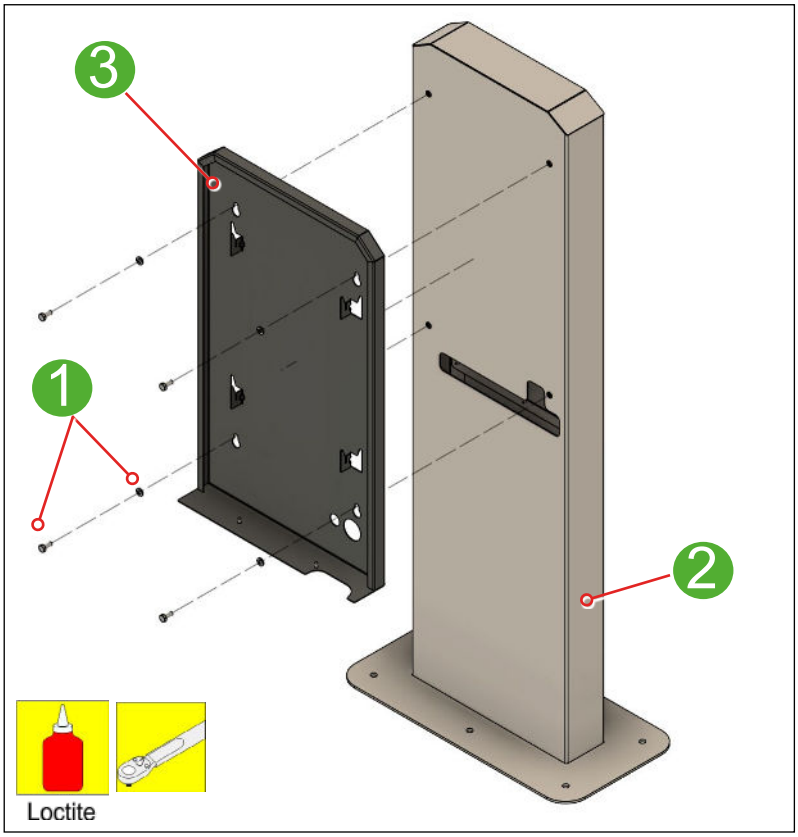
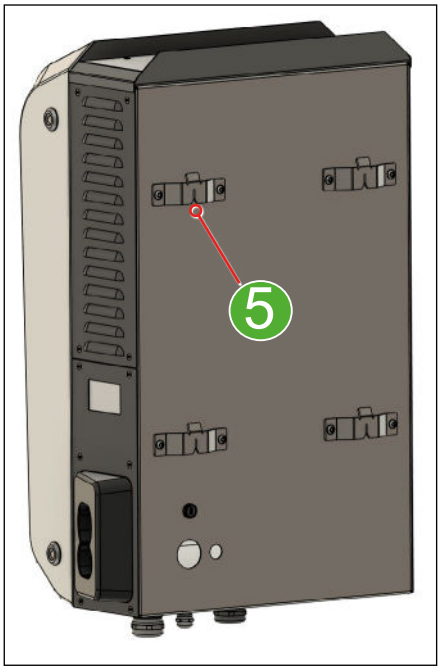

Abb. 20: Standfuß Montage Detail 1
Abb. 22: Standfuß Montage Detail 3
2. Die Gehäuse Wandhalterung der DCW15 (siehe Abb. 20 auf Seite 22) mit dem mitgelieferten Montagematerial (4x M8x20 mit Beilagscheiben) montieren.
3. Die Schrauben M8x20 ❶ anziehen.
4. Die DCW15 ❼ auf das Gehäuse Wandhalterung ❸ einhängen.
- Sicherstellen, dass alle Einhängelaschen ❺ und ❻ ordnungsgemäß eingehängt sind (siehe Abb. 21 und Abb. 22).